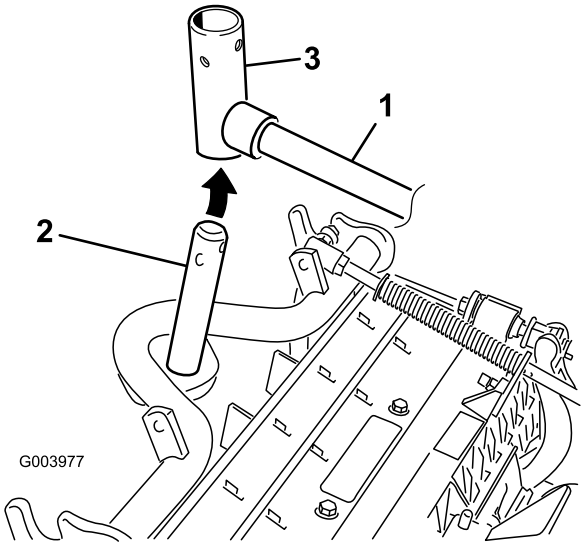

Rysunek 8
8. W przypadku przednich zespołów tnących wsuń przedni zespół tnący pod ramię podnoszące, jednocześnie umieszczając wałek ramy wózka w jarzmie przegubu ramienia podnoszącego (Rysunek 8).
B. Wsuń jarzmo ramienia podnoszącego na wałek ramy wózka (Rysunek 8).